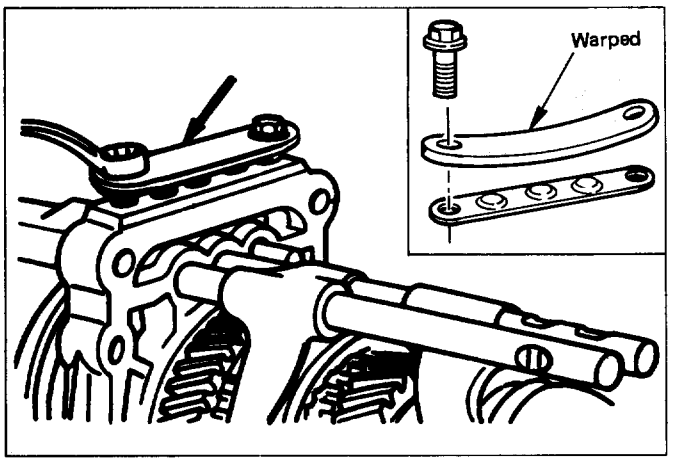

Fig. 7B-45
- Install a new detent spring plate and gasket onto the transfer case into the correct direction (Fig. 7B-45).